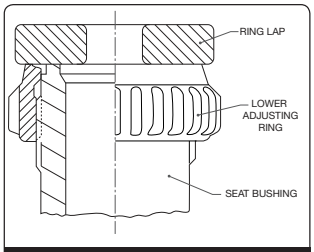

Figure 9: Placing a Ring Lap on Top of the Seat Bushing
14. Loosen the lower adjusting pin until the pin is slightly clear of the notches in the lower adjusting ring. Being careful not to move the lower adjusting ring, place a ring lap on top of the bushing seat. (See Figure 9). Then, using the ring pin as a "pointer", or reference point, rotate the lower adjusting ring counterclockwise and count the number of notches that pass in front of the "pointer" until contact is made with the ring lap. Record this information, as it will be required to correctly reassemble the valve.